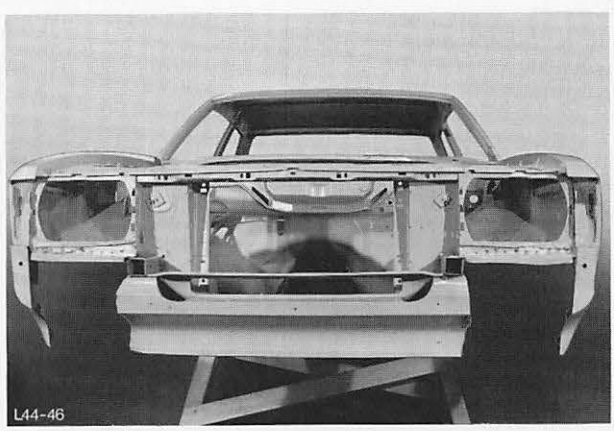

Abb. 41 Kühlergitterblech mit beiden äußeren Enden der Schürze ausgetrennt
6. Zunächst Kühlergitterblech mit den beiden äußeren Enden der Schürze austrennen, Abb. 41.